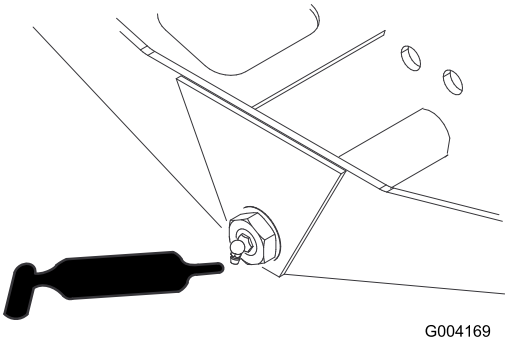

Figuur 78
- Draaipunt van asbesturing (1) (Figuur 78)